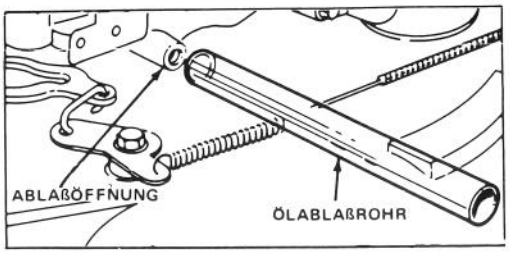

Bild 17
4. Ölablaßrohr über Ablaßöffnung einsetzen und Mäher senken (Bild 17). Rechte Seite des Mähers anheben, bis sämtliches Öl in Behälter geflossen ist.